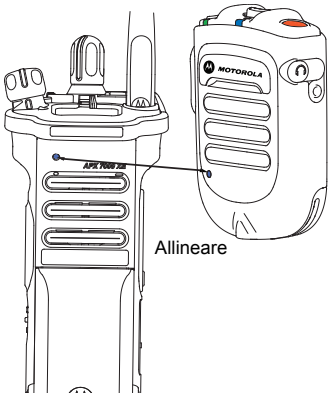

Figura 2.10: Accoppiamento del WRSM
2. Posizionare il puntino blu (punto di contatto per l'accoppiamento) sul dispositivo WRSM entro 2,5 cm (1 pollice) dal puntino blu sulla radio. Vedere Figura 2.10.